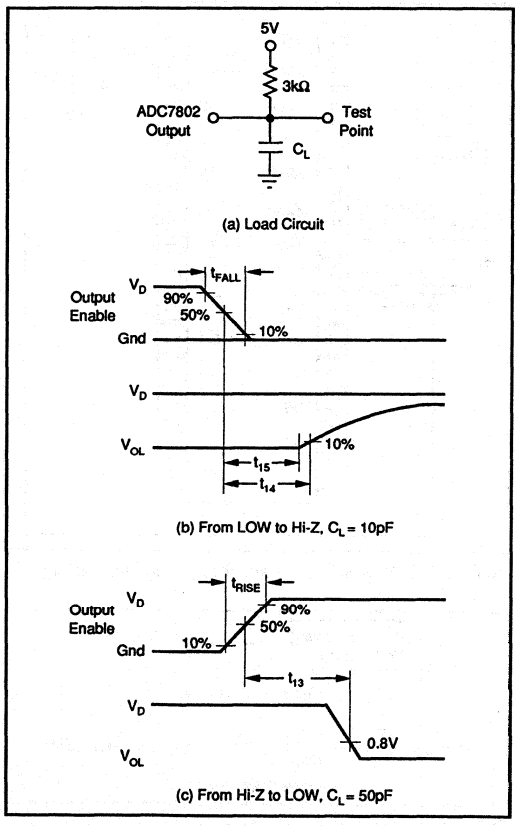

FIGURE 7. Measuring Active LOW to/from Hi-Z State.
NOTES: (1) All input control signals are specified with $t_{RISE} = t_{FALL} = 20ns$ (10% to 90% of 5V) and timed from a voltage level of 1.6V. Data is timed from V_{IH}, V_{IL}, V_{OH} or V_{OL}. (2) The internal RD pulse is performed by a NOR wiring of $\overline{CS}$ and $\overline{RD}$. The internal WR pulse is performed by a NOR wiring of $\overline{CS}$ and $\overline{WR}$. (3) Figures 7 and 8 show the measurement circuits and pulse diagrams for testing transitions to and from Hi-Z states.